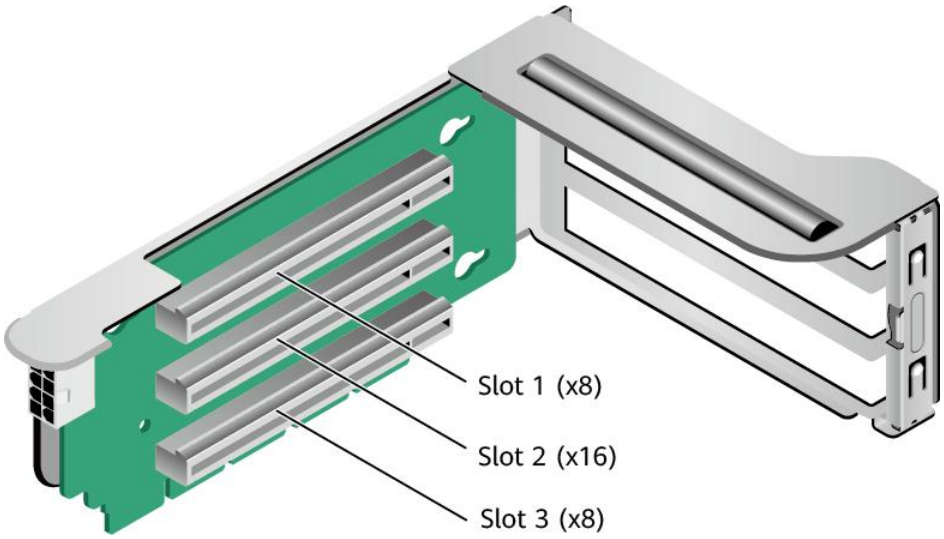

图 4-11 Riser 卡 1（2x8+1x16）
- IO 模组 1 支持的 Riser 卡如图 4-11 所示，PCIe 槽位为 Slot 1~Slot 3，RAID 控制标卡配置在 Slot 1 槽位。